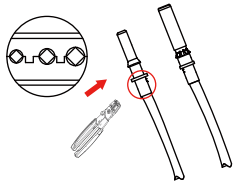

Figura 5.4 Crimpe o pino de contato no fio
b) Fixe os terminais de crimpagem de metal com um alicate de crimpagem, conforme ilustrado na figura 5.4.